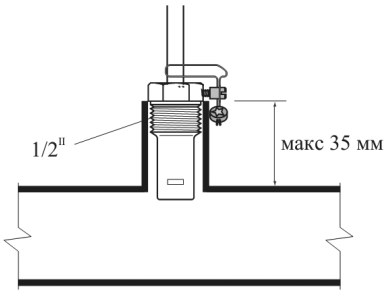

Рис. 12. Установка датчика клапана безопасности
4. На расстоянии не больше 0,5 м от выхода теплоносителя из котла подготовить внешний выход (см. рис. 12) с внутренней резьбой и в нее установить датчик температуры отопительной воды из клапана безопасности Caleffi 544 (см. рис. 7, поз. 1).